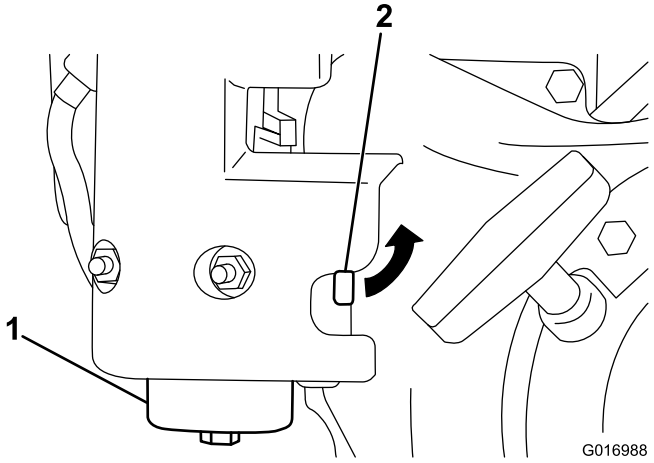

Rysunek 28
1. Zamknij zawór odcinający dopływ paliwa i odkręć miskę z obudowy filtra (Rysunek 28).